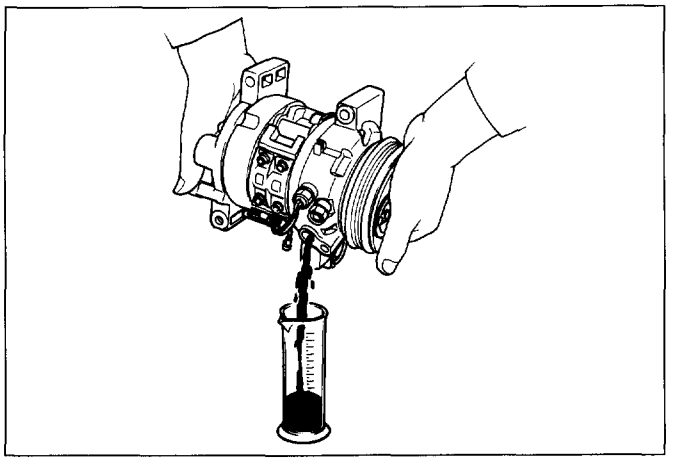

Fig. 1D-2
3. Drain the compressor oil and measure the extracted oil with a measuring cylinder (Fig. 1D-2).
6. Adjust oil level following the procedure below (Fig. 1D-3).